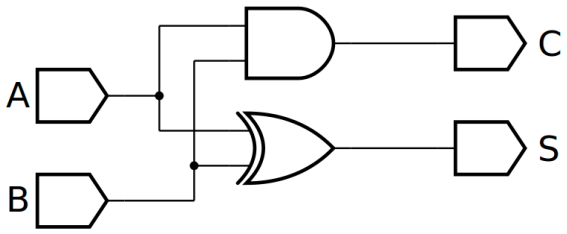
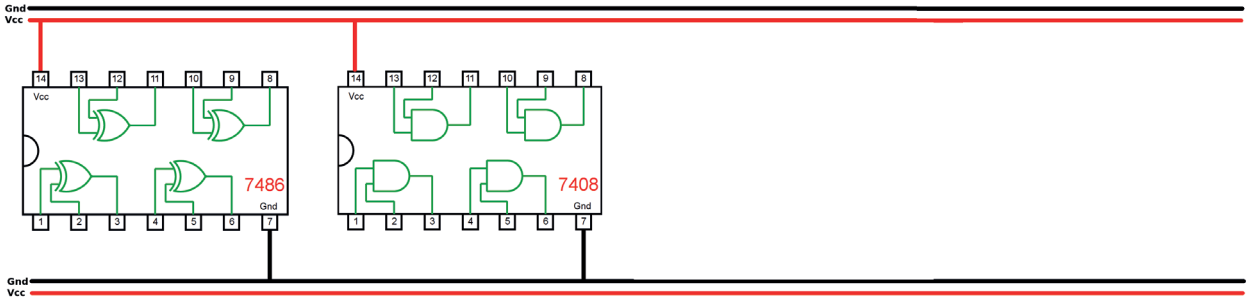

Figura 6.2 – Diagrama esquemático.
Figura 6.3 – Disposição dos componentes (TTL) para a placa de montagem.
1. Complete as ligações na figura 6.3 ou 6.4 de acordo com a figura 6.2.
5. Utilize um programa de simulação em computador (SmartSim, Atanua, Qucs) faça a simulação do circuito da figura 6.2. Compare os resultados com a tabela 6.2.
6. Escreva a equação booleana do circuito da figura 6.2 e simule no programa para o Arduíno.